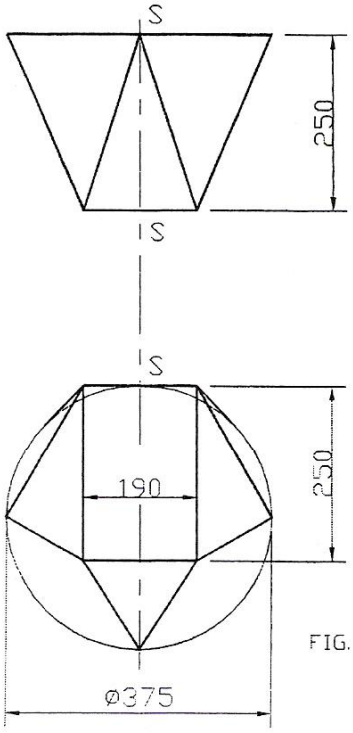

FIG. 13
13. Two views of a rectangle-to-round transformer as shown in Fig. 13. Develop the full template, placing the seam on SS. Scale: 1:5.